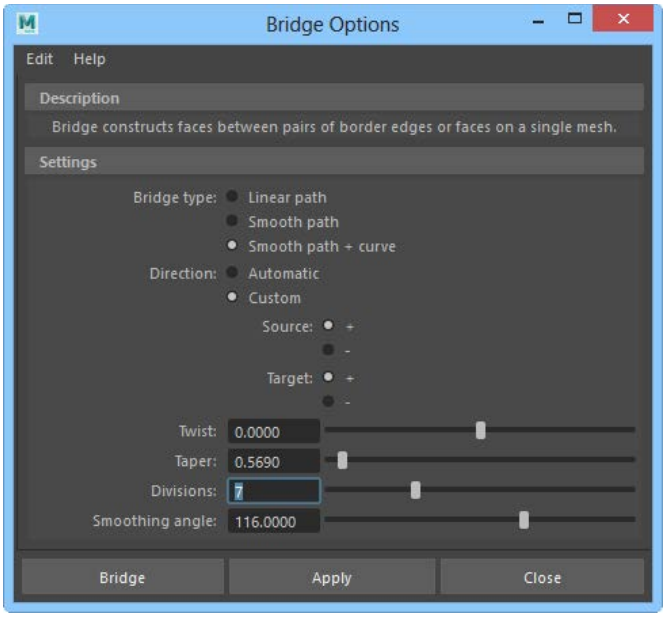

Figure 2-71 *The* ***Bridge Options*** *window*
7. Deactivate the **Extrude** tool by pressing the W key. Make sure the two extruded faces are selected. Next, choose **Edit Mesh > Components > Bridge > Option Box** from the menubar; the **Bridge Options** window is displayed. Enter values in the **Bridge Options** window, as shown in Figure 2-71. Next, choose the **Apply** button and close the window; the extruded faces are connected to each other.